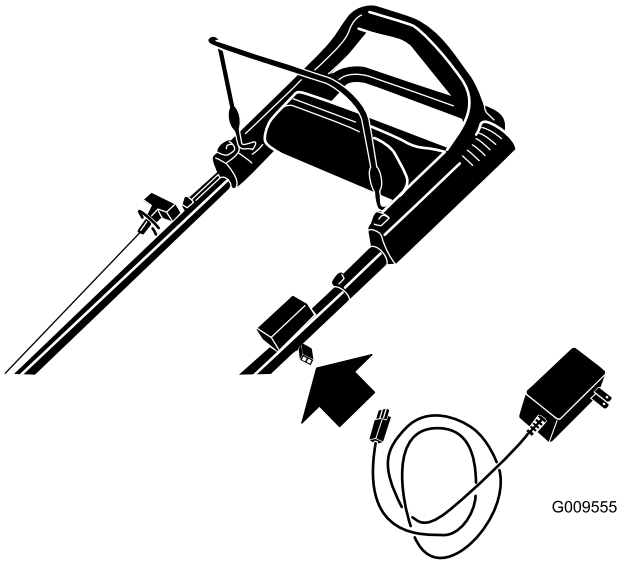

Figura 34
1. Conecte el cargador al arnés de cables de la máquina, situado debajo del botón de arranque eléctrico (Figura 34).